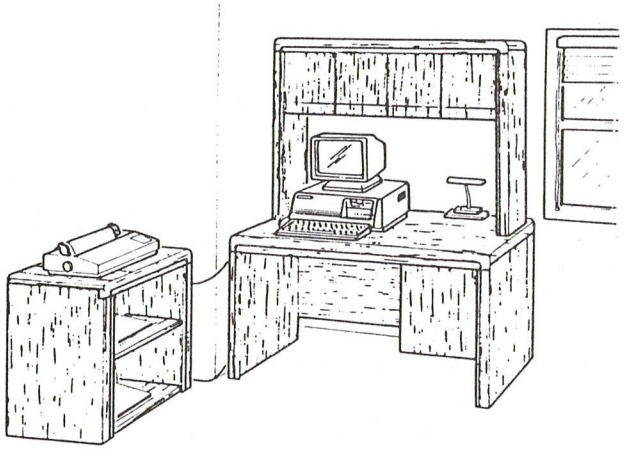

Figure 1-1. Typical Computer System Setup
- Be sure you have a sturdy work surface for your computer system. Your system is easiest to use if all the equipment is located in the same area. A typical computer system setup is shown in Figure 1-1.